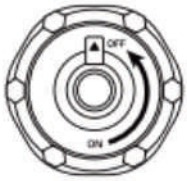

рис. 4
6. Після зупинки дайте генератору охолонути та закрийте вентиляційний отвір на кришці паливного бака в положення OFF (рис.4).